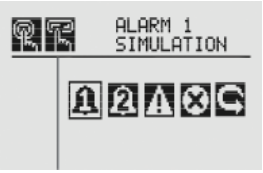

Figura 16. Menú de simulación de alarma/fallo
2. En la figura 16 se muestran las opciones del menú para simular la Alarma 1, Alarma 2, Warning (aviso) o Fault (fallo). Si selecciona el icono con la flecha de retorno se mostrará el Alarms/Fault Reset Menu (Menú de restablecimiento de alarmas/fallos).